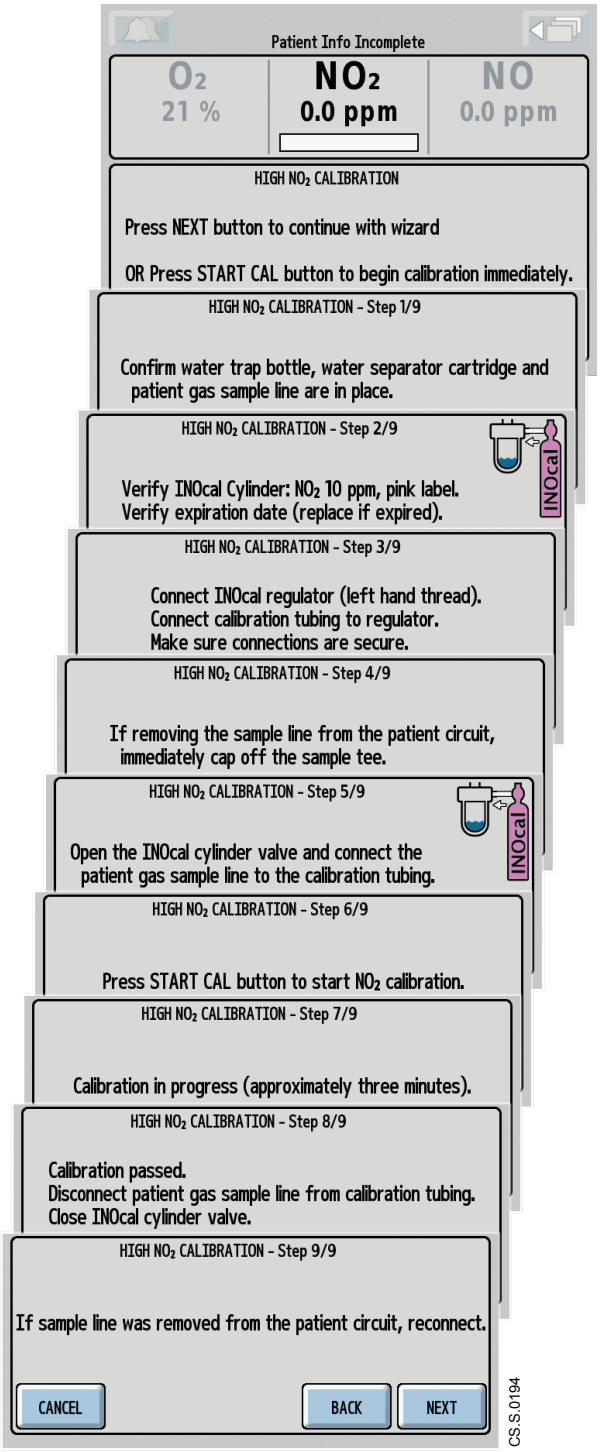

Figure 5-30 High NO_2 Calibration Wizard, Screen Sequence
1. Select the **NEXT button** and follow the steps on the screen to continue with the **High NO_2 Calibration wizard** (Figure 5-30).